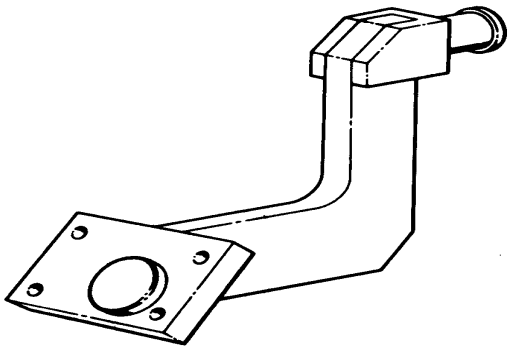

Figure 4. 6796869 Air Inlet Housing Mounting Pad Trunnion Adapter
d. Install 6796869 trunnion adapter (figure 4) on the air inlet housing mounting pads.